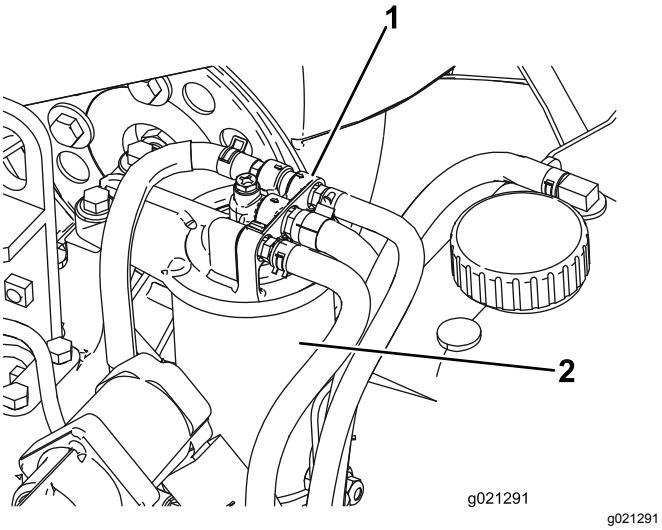

Figuur 78
1. Maak de omgeving van de kop van het brandstoffilter schoon (Figuur 78).
2. Verwijder het filter en reinig het filterkopplaatsingsoppervlak (Figuur 78).